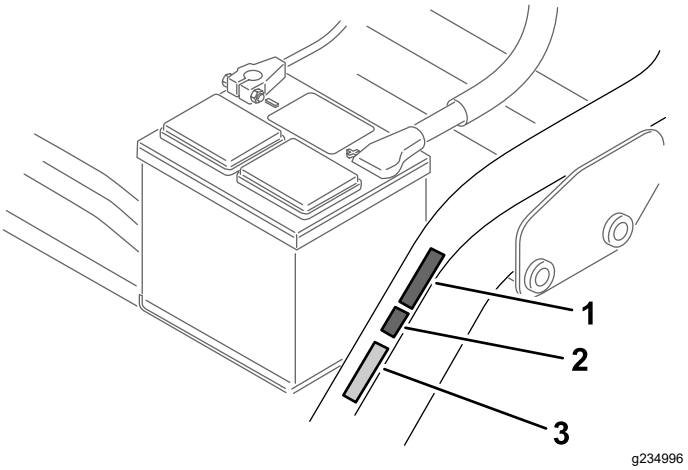

Rysunek 14
- Przyklej etykietę ze znakiem CE obok tabliczki znamionowej (Rysunek 14).
- Przyklej etykietę z rokiem produkcji CE obok etykiety ze znakiem CE (Rysunek 14).